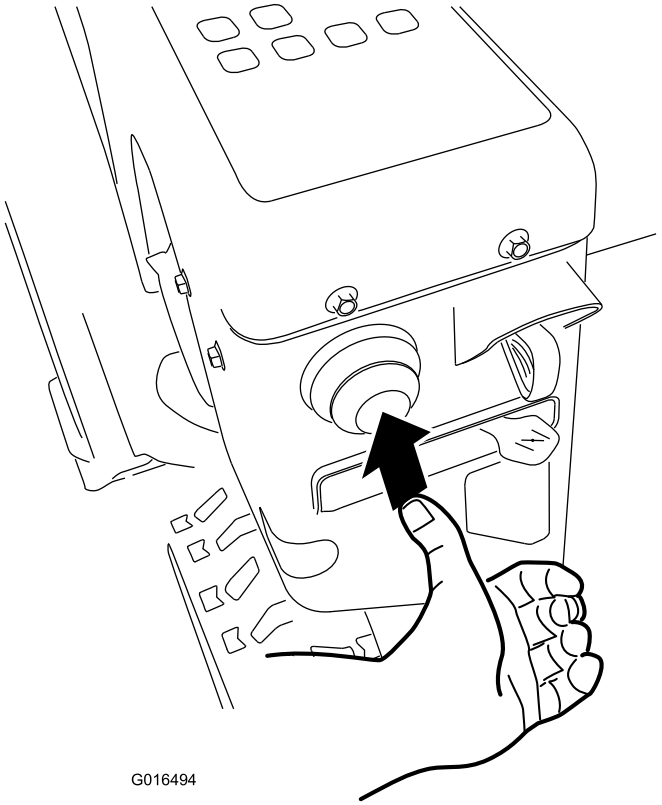

Figur 28
4. Tryk spædepumpen godt ind med tommelfingeren som anført i nedenstående diagram, idet du hver gang trykker et sekund, før du slipper (Figur 28).